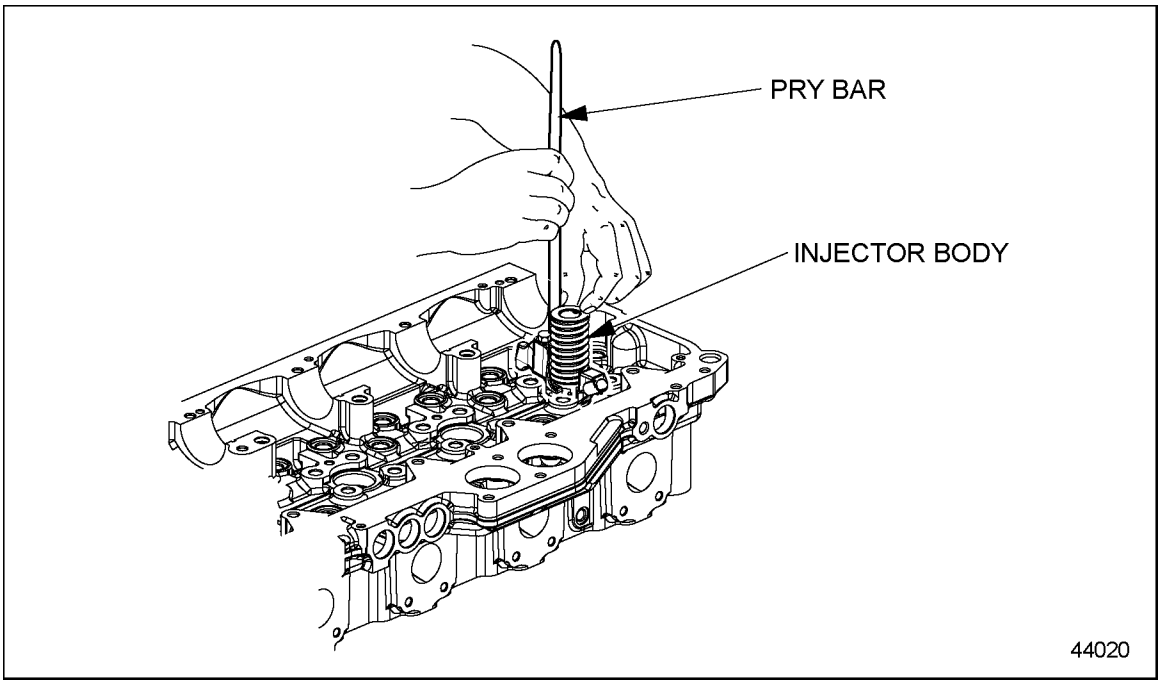

Figure 2-34 Removal of the N3 Injector
3. Lift the injector from its seat in the cylinder head by inserting a pry bar under the hold down clamp and remove as a assembly both clamp and injector. See Figure 2-34 .